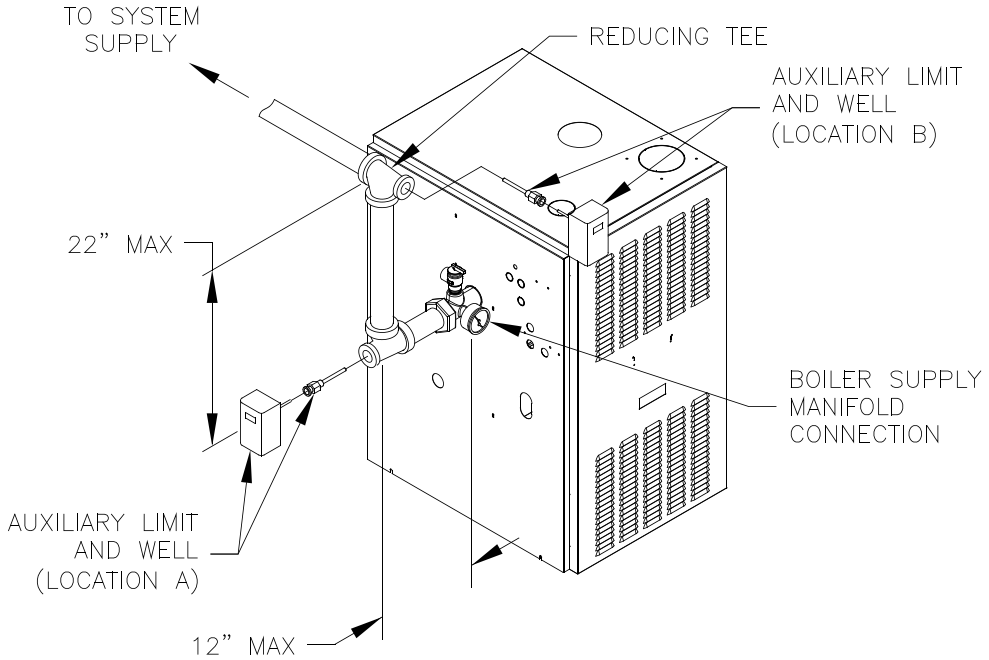

Figure 11: Recommended Auxiliary Limit Location
2. The recommended location for an Auxiliary Limit on gas hot water boilers is in the supply piping. See Figure 11 for recommended location.
4. When constructing a piping tree to install an Auxiliary Limit select fittings (tees, elbows etc) and nipples to have the same size (NPT) as boiler supply connection. At minimum, 1-1/4" tee with 1/2" branch outlet is required to install the limit well into the supply piping. See Figure 11. **DO NOT REDUCE THE SIZE OF NEAR BOILER SUPPLY FITTINGS AND NIPPLES**.